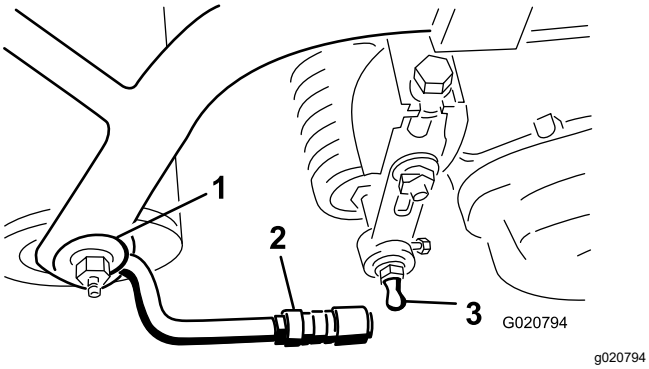

Figura 7
3. Deslice hacia atrás el manguito del casquillo receptor de la articulación esférica y enganche el receptor sobre el espárrago con bola de la unidad de corte. Suelte el manguito para que pueda deslizarse sobre el espárrago, afianzando el conjunto (Figura 7).